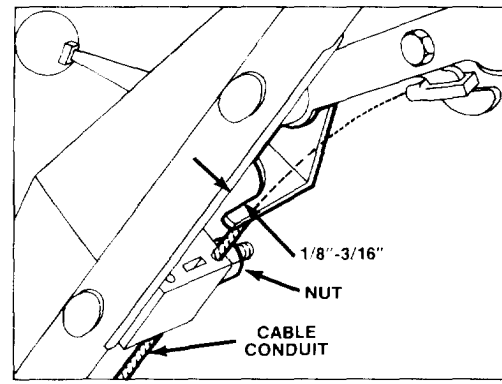

Figure 19
2. CHECK ADJUSTMENT (Fig. 19) — Move control bar toward handle until slack in wire is removed. Gap between brake lever and handle must be 1/8" - 3/16". See step 3 for adjustment.
3. ADJUST CABLE CONDUIT — Loosen nut on cable bracket (Fig. 19). Insert 1/8" - 3/16" object between brake lever and handle. Pull down on cable conduit until slack is removed. Then tighten nut.